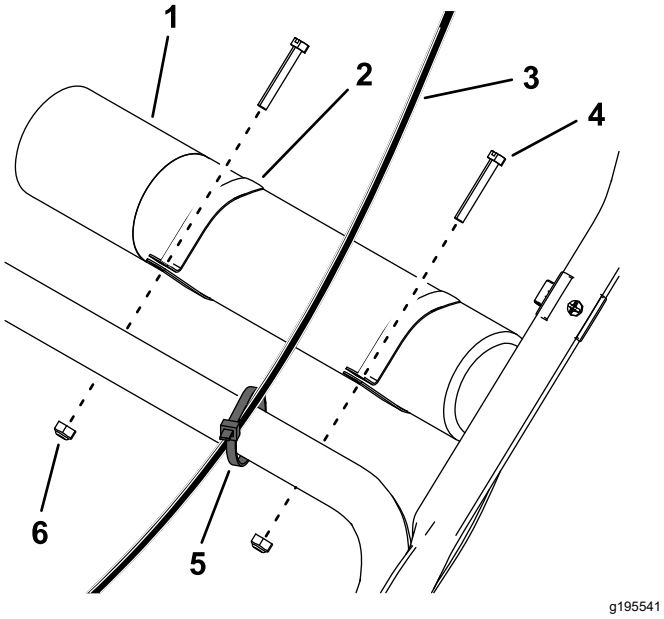

Figura 4
2. Sujete el cable del acelerador sobre el mango inferior con una brida (Figura 4).
3. Deslice las abrazaderas en el tubo del *Manual del operador* e instálelo sobre el mango inferior con 2 pernos de cabezal ranurado y 2 contratuercas (Figura 4).